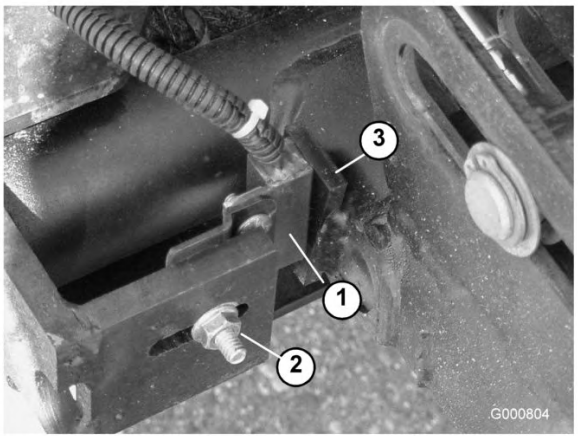

Figura 91
- Desaperte a porca do parafuso de carroçaria que está a fixar o suporte do interruptor do braço de elevação aos braços de elevação nºs 4, 6 ou 7 (Figura 91). Veja o nº 4 na figura.